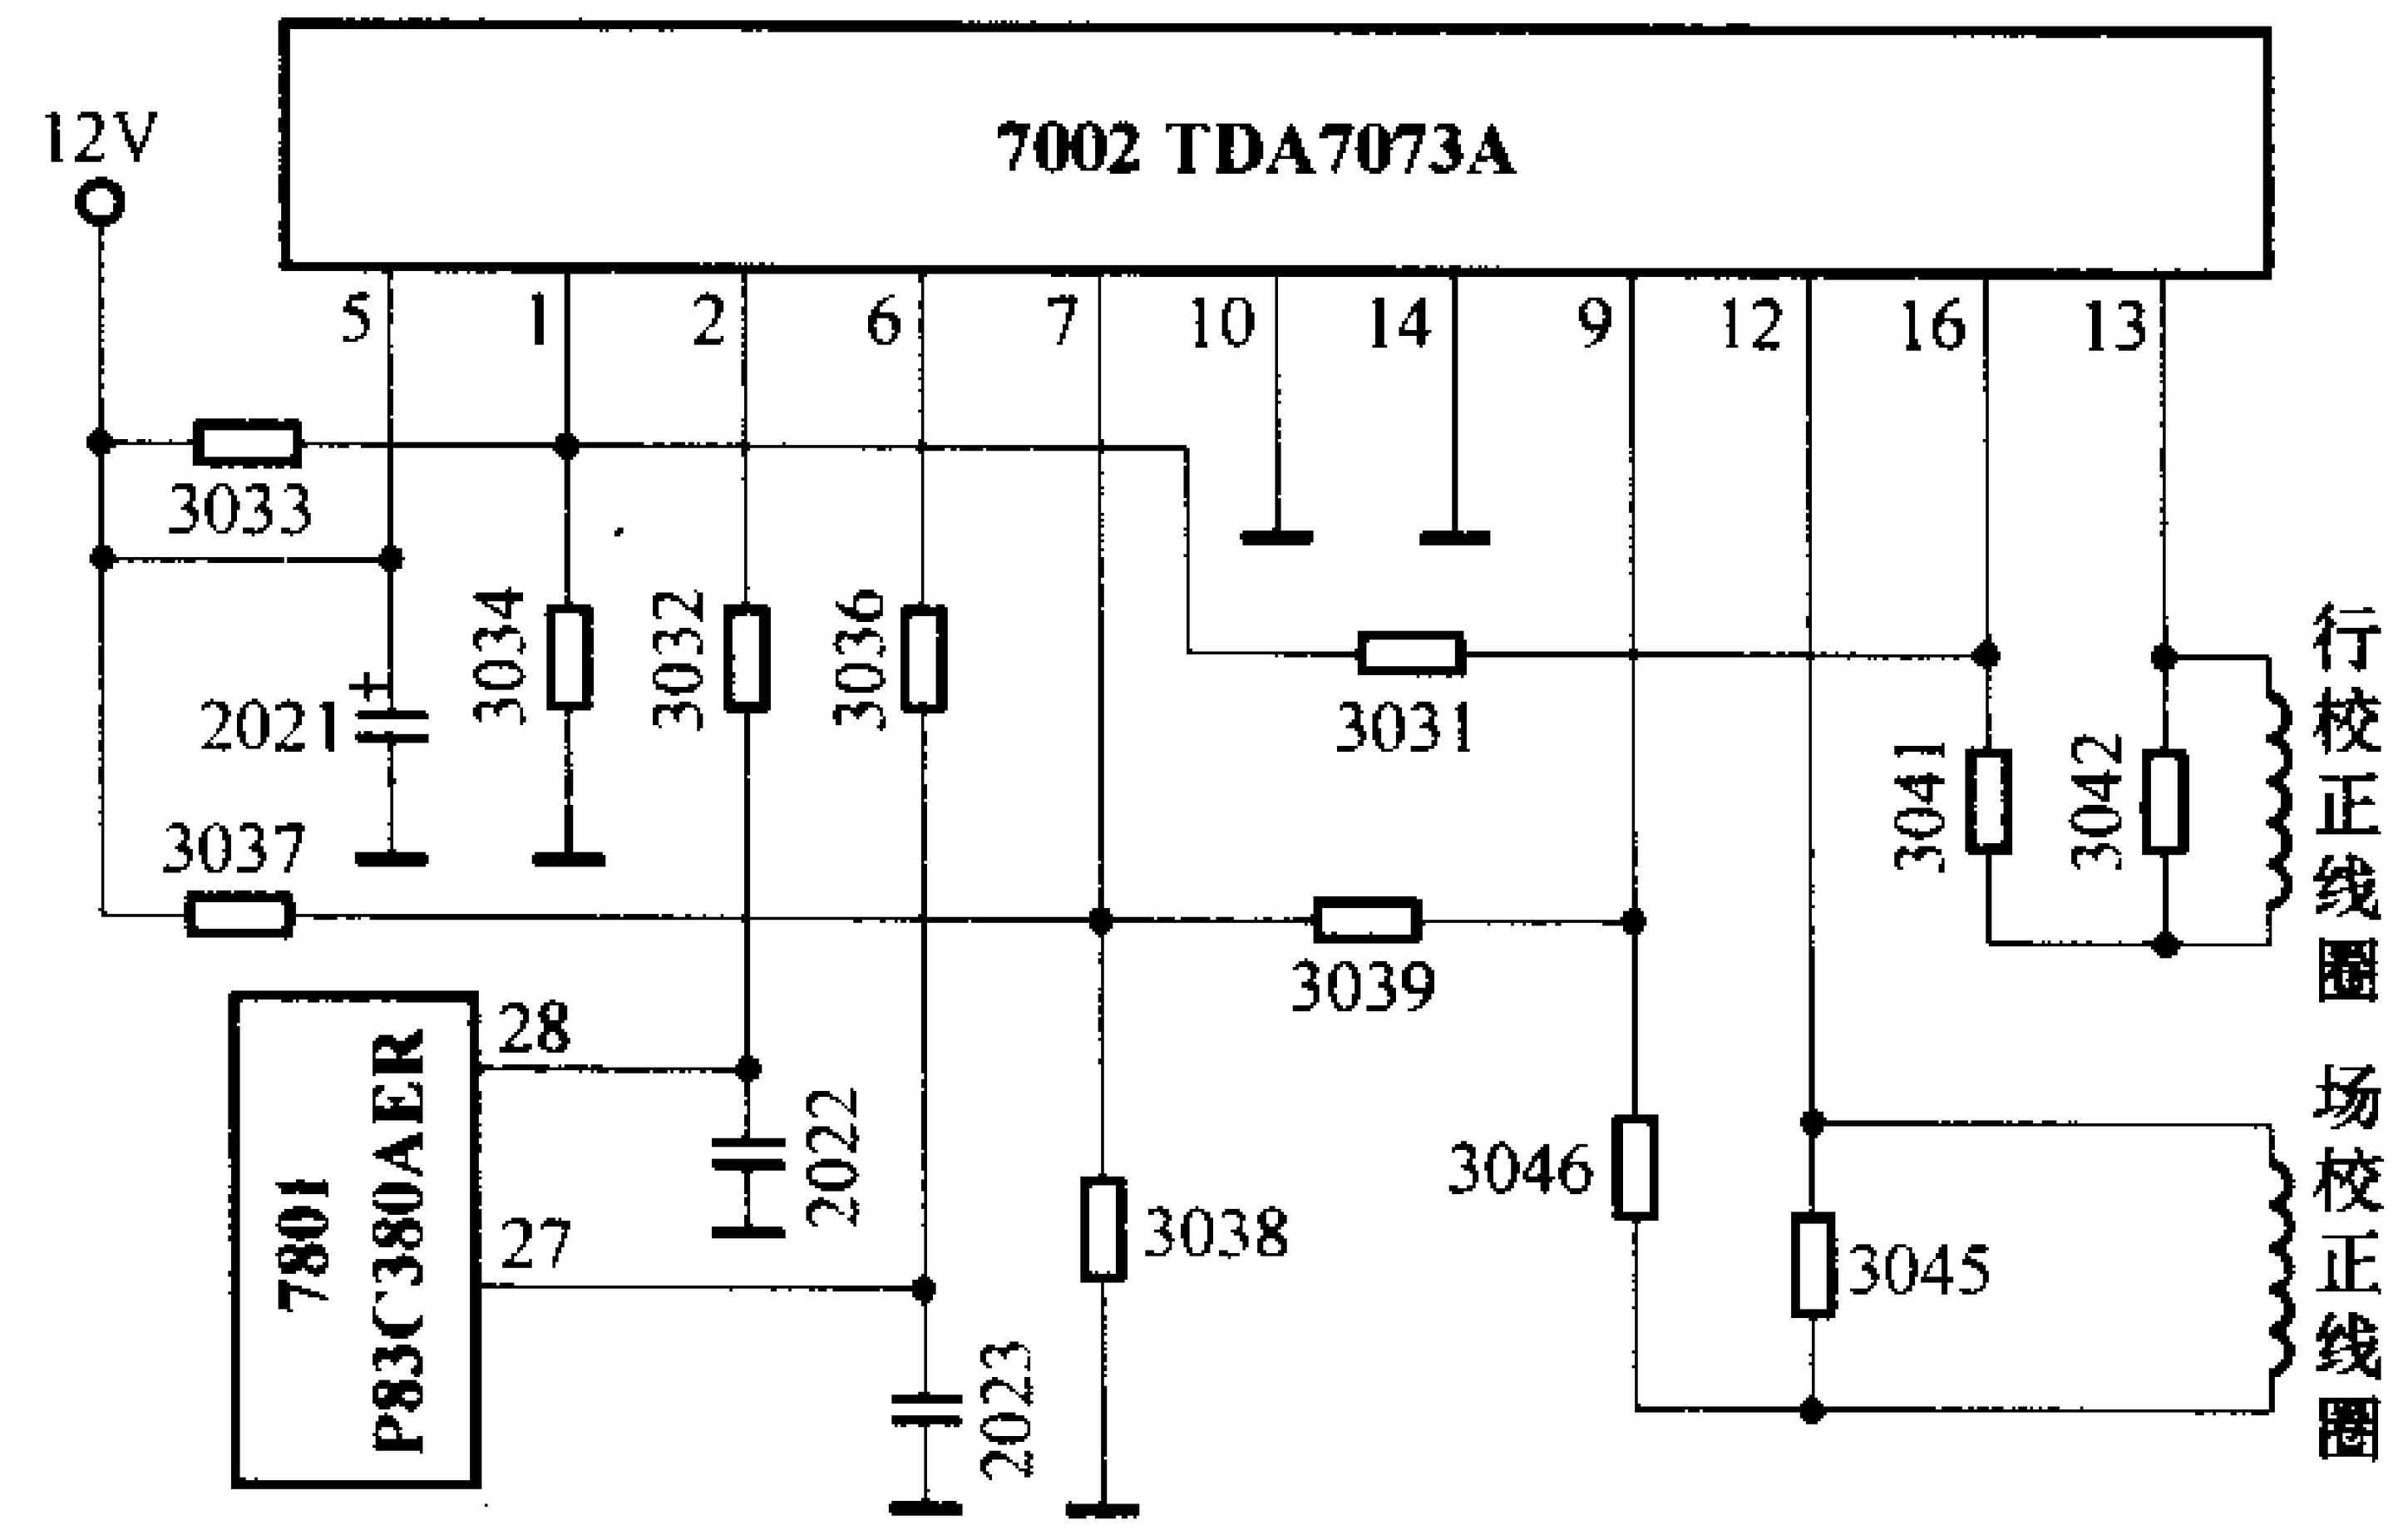

图7
(2)飞利浦 107P 彩显的动态会聚校正电路：有关电路见图7。该机的动态会聚校正电路采用了BTL功率放大器TDA7073A (PCB编号为7002)，电路原理与LG FB795B彩显大体相同，因此不再详细讲解，简述如下：